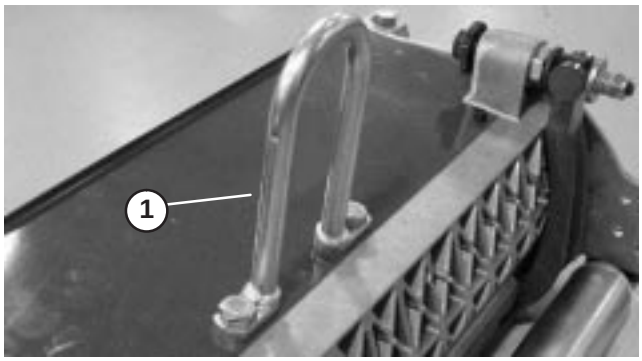

Figure 2
- Install hoop link to top of cutting unit with (2) capscrews. Torque capscrews to 25–30 ft–lbs. (34–40 N·m) (Fig. 2).
Note: An optional Lift Hook, Toro Part No. 106-6938 may be used in place of the chain link, if desired (Fig. 2). It may be obtained from your local Toro Distributor.